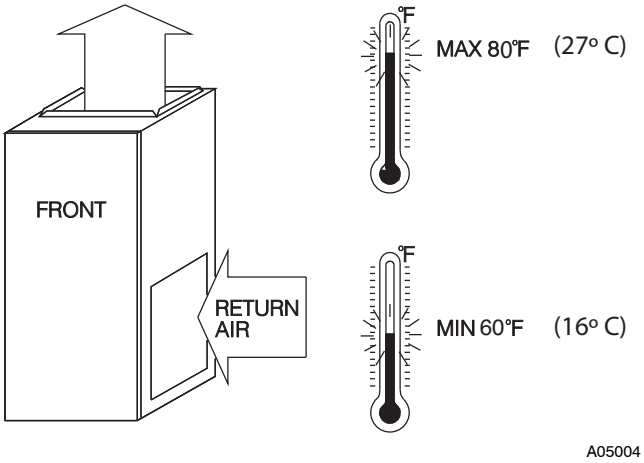

**Fig. 2 - Return-Air Temperature**
f. Determine location of field drain connection. (See Fig. 2 or 6)